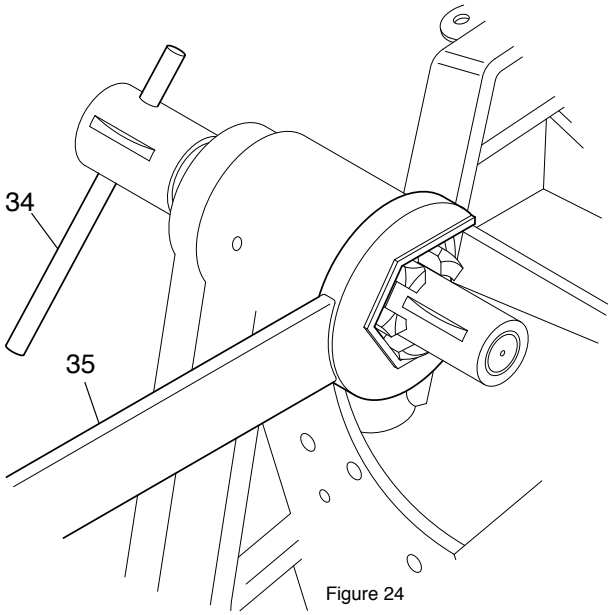

Figure 24
Insert a rod (item 34) in a hole located on each of the two shafts. Use this rod as a lever as well as a wrench (item 35) to tighten the nuts (see figure 24). Loosen slightly in order to align the holes on the shaft and the nut. The shaft is installed correctly when it can be turned with only a slight resistance.